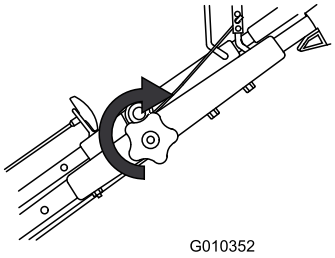

Figur 18
3. Dra åt det övre handtagsvredet så hårt du kan (Figur 18).